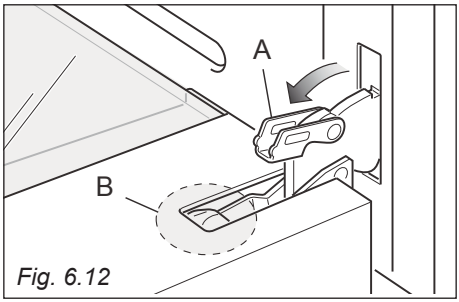

Fig. 6.12
- Open the lever "**A**" completely on the left and right hinges (fig. 6.12).
- Gently close the door until left and right hinge levers "**A**" are hooked to part "**B**" of the door (figs. 6.12, 6.13).